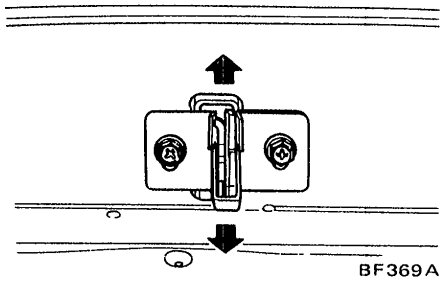

Fig. BF-34 Adjusting tail gate lock
6. Open and close tail gate two or three times to ensure that it is locked properly without binding. Then tighten attaching screws. See Figure BF-34.